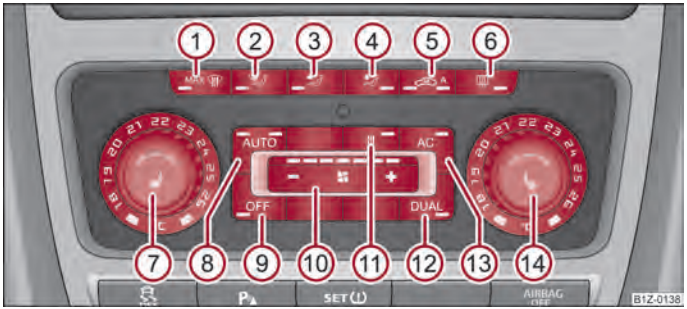

Fig. 95 Climatronic: Control elements
- Press the button AUTO ⇒ fig. 95.
– Press the button AC ⇒ fig. 95. The warning light lights up in the button.
– You can set the temperature for both sides after switching on the ignition with the control dial ⑦ ⇒ fig. 95.
– If you wish to set the temperature for the right side, turn the control dial ⑭. The warning light in the button DUAL lights up, this indicates that differing temperatures for the left and right side can be set.
- If the windscreen mists up, press the button MAX ① ⇒ fig. 95. After the windscreen has been demisted, press the button AUTO.
– Press the button MAX ⇒ fig. 95.